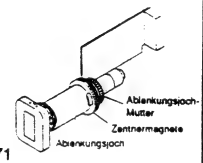

Abb. 4-71
(1) Abgleich der Ablenkungsjochposition (Abb. 4-71)
(2) Zentrierung des elektronischen Suchers (Abb. 4-71)